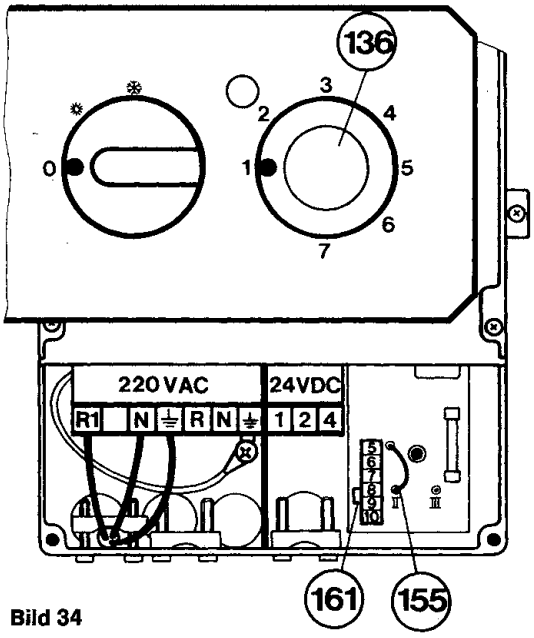

Bild 34
Die Geräte werden mit Stecker (155) auf II ausgeliefert (Bild 34).
Die Pumpenschaltart kann mit Stecker 155 (Bild 34) gewählt werden.